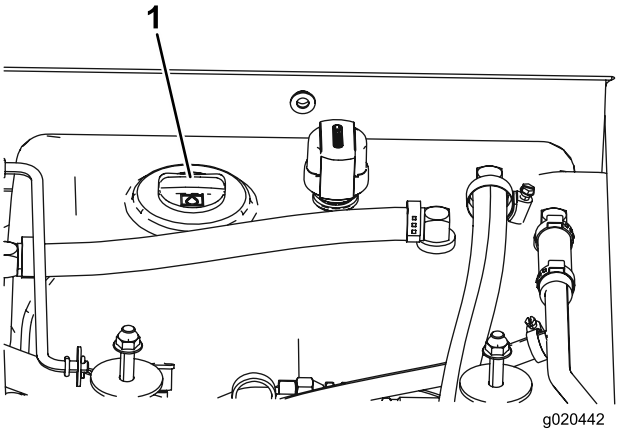

Figur 13
3. Gör rent omkring påfyllningsröret och hydraultanklocket. (Figur 13). Skruva av tanklocket på påfyllningsröret.